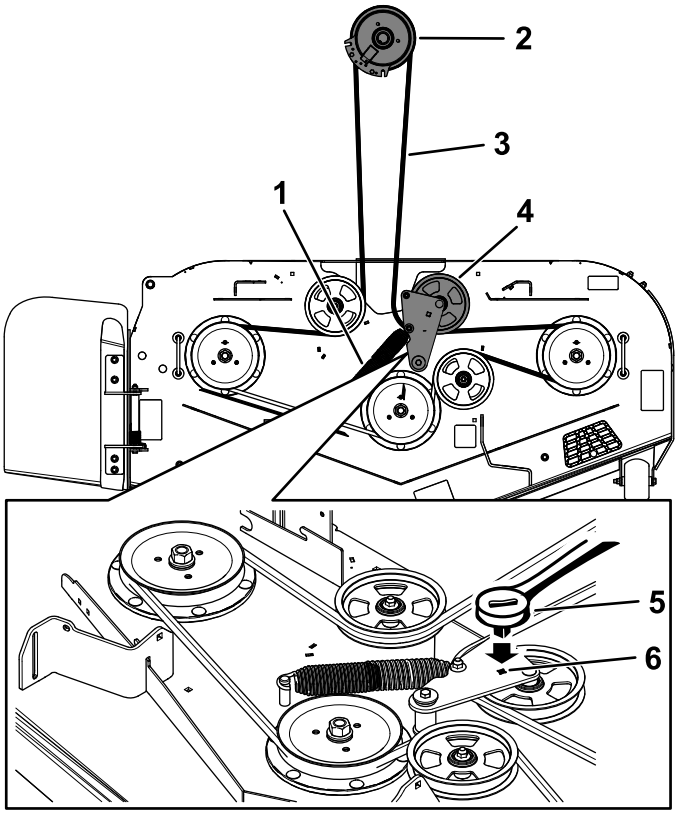

Figure 60
8. Insérez un rochet de 3/8 pouce dans le trou carré du bras de la poulie de tension pour détendre le ressort de la poulie de tension (Figure 60).
10. Enlevez le guide-courroie situé sur le bras de la poulie de tension rappelé par ressort (Figure 60).
12. Acheminez la courroie neuve autour des poulies du plateau de coupe et de la poulie d'embrayage, sous le moteur (Figure 60).
13. Montez le guide-courroie sur le bras de la poulie de tension (Figure 60).
14. Insérez le rochet de 3/8 pouce dans le trou carré et installez le ressort de la poulie de tension (Figure 60).